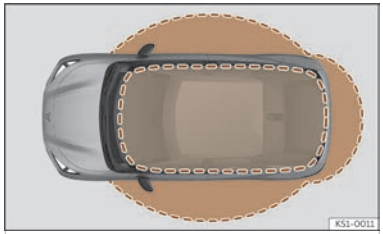

Fig. 69 Keyless Access: proximity zones.
- The vehicle unlocks when the vehicle key is detected in the vicinity >>> Fig. 69. All indicators light twice and the authorised door handles deploy.